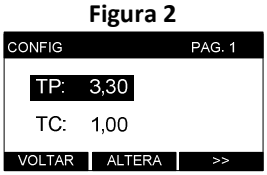

Figura 4
4. Após alterar o(s) parâmetro(s), pressione **VOLTAR** (figura 4).